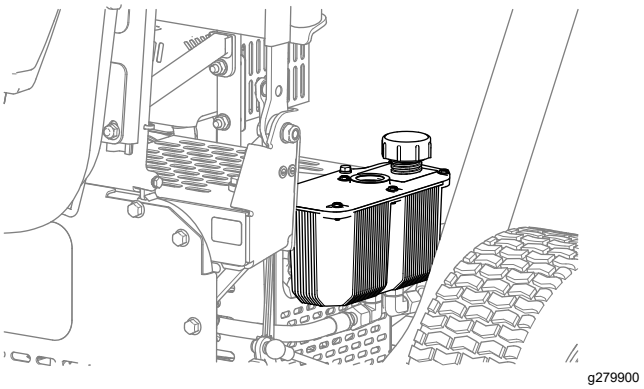

Figur 39
2. Skruva av hydraultanklocket (Figur 39).
4. Montera tanklocket (Figur 39).